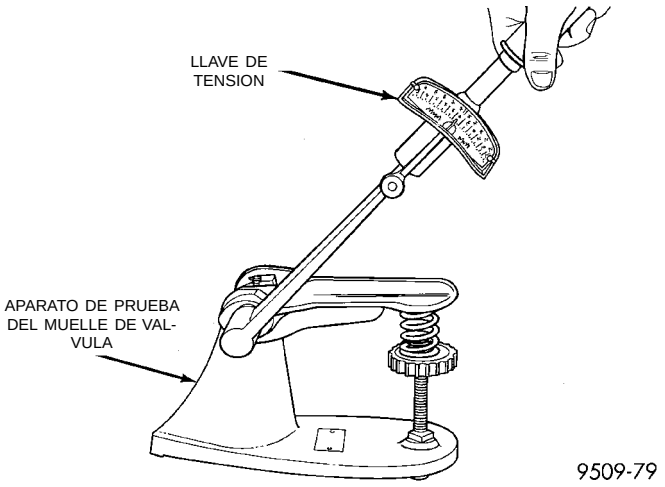

Fig. 89 Prueba del muelle de válvula
(1) Toda vez que se hayan retirado las válvulas para realizar una inspección, rehabilitación o reemplazo, debe realizarse una prueba de los muelles de válvula con la Herramienta especial C-647. Como ejemplo, la longitud de compresión del muelle al que se le realiza la prueba es de 33,34 mm (1-5/16 pulgadas). Gire el disco de apoyo del muelle hasta que la superficie esté alineada con la marca de 33,34 mm (1-5/16 de pulgada) del espárrago roscado y la marca del cero de la parte delantera del disco. Coloque el muelle encima del espárrago situado en el disco y levante la palanca de compresión para fijar la posición del dispositivo fónico (Fig. 89). Tire de la llave de tensión hasta que se oiga un chasquido. En ese momento, tome la lectura de la llave de tensión. Multiplique dicha lectura por dos. Esto le dará la carga del muelle en la longitud de prueba. Para ajustes más afinados, se indican en el disco mediciones con fracciones. Deseche los muelles que no cumplen con las especificaciones. Las siguientes especificaciones se aplican tanto para los muelles de válvula de escape como de admisión.
(2) Verifique que los muelles no estén deformados con una escuadra de acero y una plancha niveladora; verifique los muelles de ambos extremos. Si el muelle tiene un descuadre mayor que 1,5 mm (1/16 de pulgada), instale un muelle nuevo.